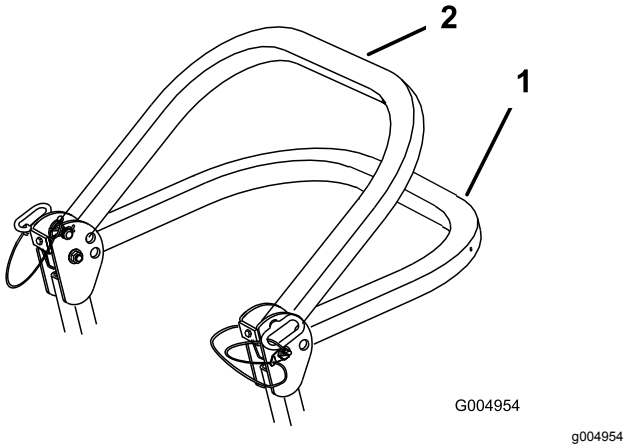

Figur 10
2. Senk veltebøylen til nedre stilling (Figur 10).
Merk: Der er to nedre stillinger. Se Figur 10.